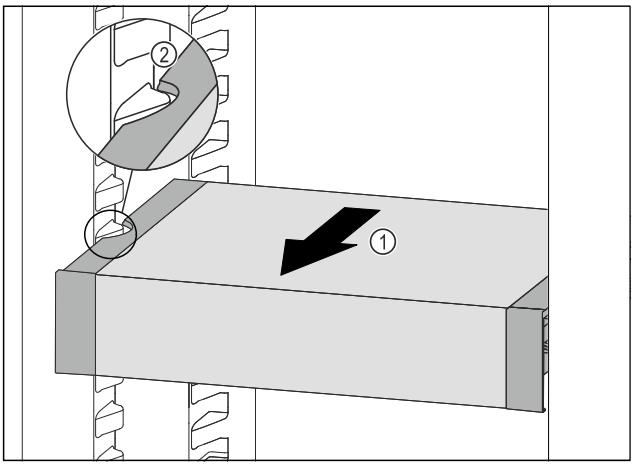

Fig. 125
▶ VarioSafe nach vorne ziehen *Fig. 125 (1)*, bis sich die seitlichen Aussparungen des VarioSafes auf Höhe der Behälterrippe im Kühlteil befinden. *Fig. 125 (2)*